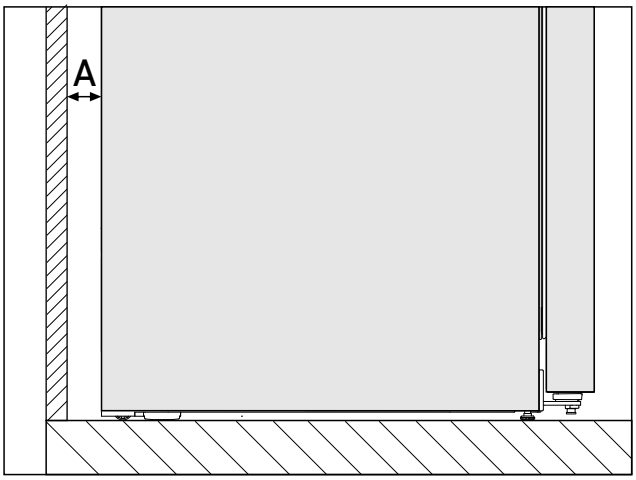

*Fig. 4 **
The energy consumption was determined with a wall clearance *Fig. 4 (A)* between the rear of the appliance and the wall. If the clearance to the wall is less than *Fig. 4 (A)*, this has no effect on the functionality of the appliance. If the clearance to the wall is smaller, energy consumption may increase slightly and condensation may form on the rear of the appliance.*